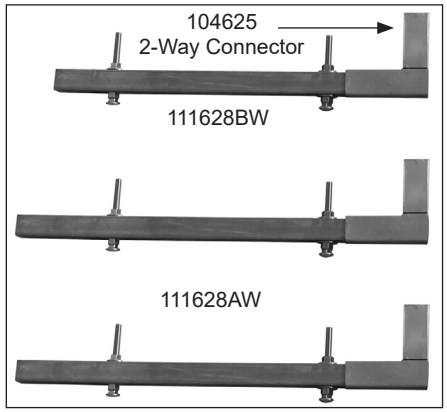

FIGURE 2: Assemble base rails as shown. Levelers should be finger-tight to allow for adjustments.
2. Assemble the two end base rails and the mid base rail as shown in Figure 2.